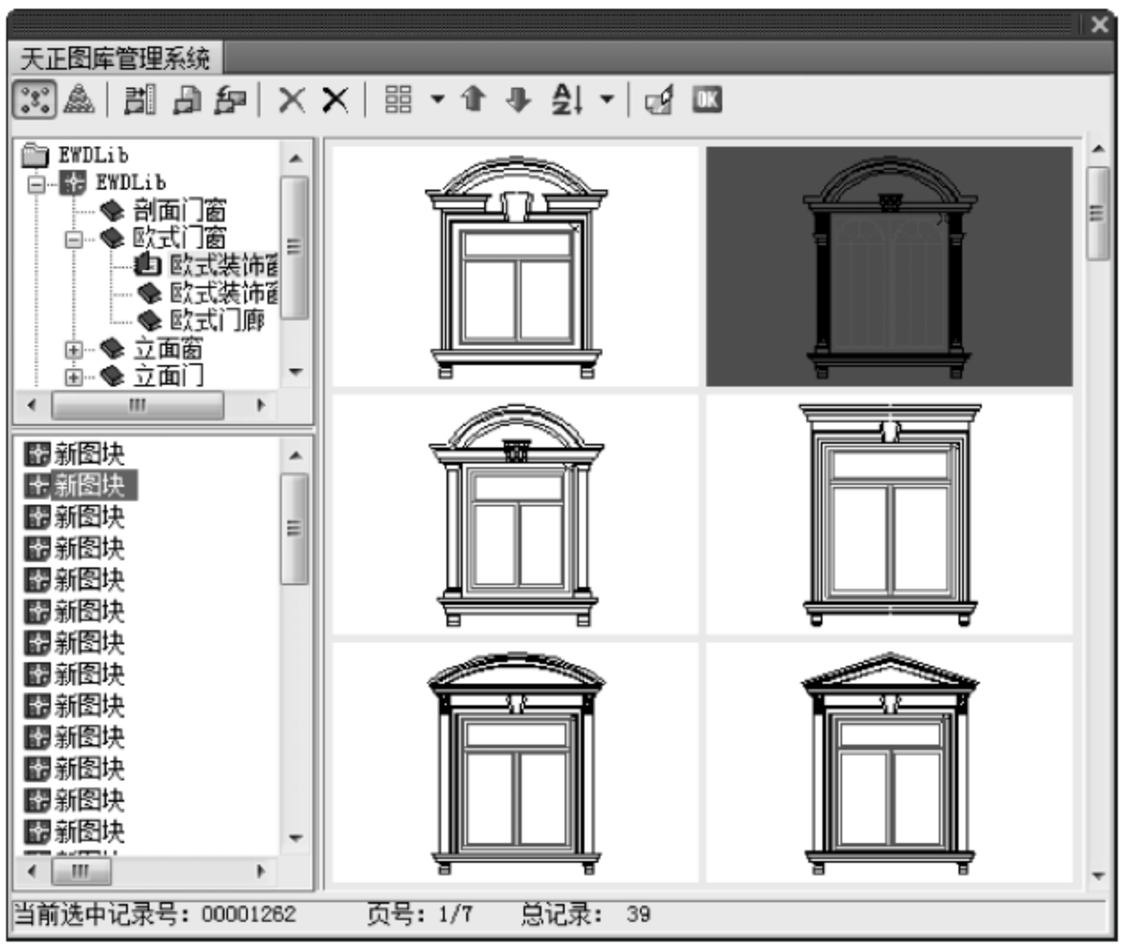

图 15-17　“天正图库管理系统”对话框
(1) 单击菜单中的“立面”→“立面门窗”命令，打开“天正图库管理系统”对话框，在对话框中单击选择所需替换成的窗图块，如图 15-17 所示。